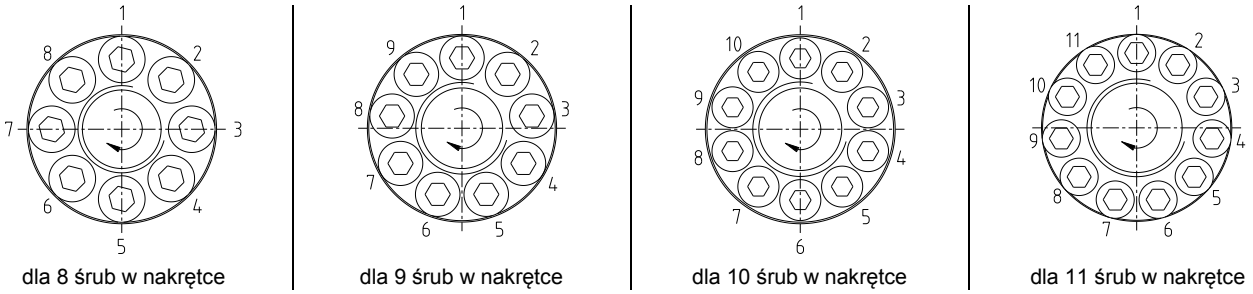

rysunek 29: dokręcanie śrub dociskowych (jedna po drugiej)
- Następnie dokręcić wszystkie śruby dociskowe, jedna po drugiej, w kilku przejściach, aż do chwili, gdy wszystkie śruby będą dokręcone momentem obrotowym o pełnej wartości (patrz rysunek 29).